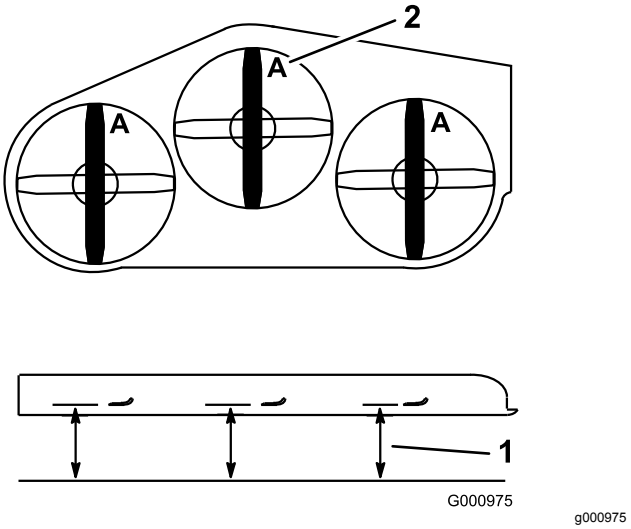

**Figur 82**
3. Drej knivene, indtil enderne vender fremad og bagud (Figur 82).
4. Mål fra en plan overflade til skæreknivenes skærekant, position **A** (Figur 82).